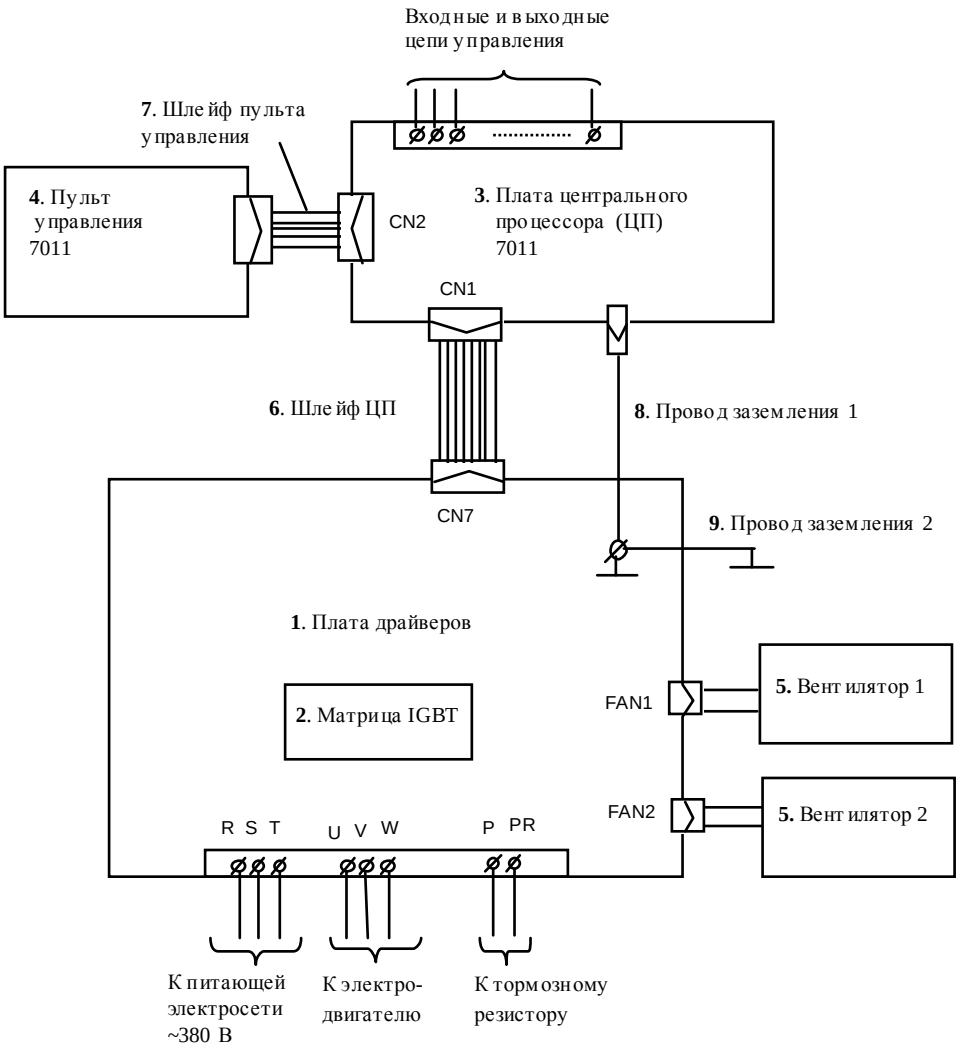

Рис. 4.2. Блок-схема преобразователей частоты **EI-7011-001H…007H**
4.3. Блок-схема преобразователей частоты **EI-7011-001H …007H** приведена на рис. 4.2, структурная схема преобразователей - в Приложении 1.
4.4. Фотографии сменных узлов, входящих в состав преобразователей частоты **EI-7011-001H…007H**, приведены в табл. 4.1. (порядковые номера соответствуют рис. 4.2).